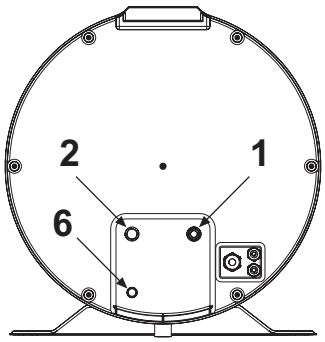

fig. 55
- Ligue a linha de alimentação de água fria e a linha de saída nos pontos de ligação específicos (fig. 55).